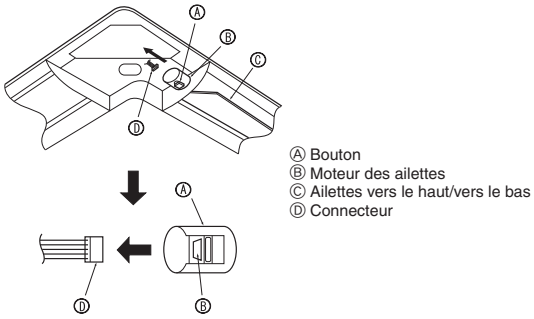

Fig. 9-9
9.5. Verrouillage du sens de la soufflerie d'air vers le haut/vers le bas (Fig. 9-9)